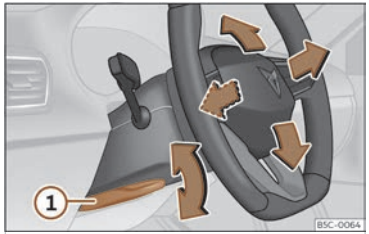

Fig. 83 Lever in the lower left side of the steering column.
- Pull lever ››› Fig. 83 (1) down, move the steering wheel to the desired position and lift the lever back up until it locks.
- **After adjusting the steering column, push lever ››› Fig. 83 (1) firmly upwards so that the steering wheel does not accidentally change position while driving.**